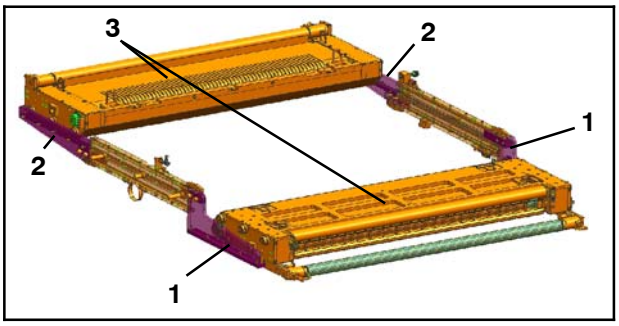

Fig. 3 Cassettes en position de dépose, vue du côté enrouleur
- Les cassettes (Fig. 3/3), pour être retirées, sont amenées en position de dépose - risque d'écrasement entre les cassettes et les pièces latérales
- Chute de la cassette - ne décrocher le dispositif de levage que si les bobines de la cassette en question (Fig. 3/3) reposent sur les dispositifs (Fig. 3/1 et Fig. 3/2)